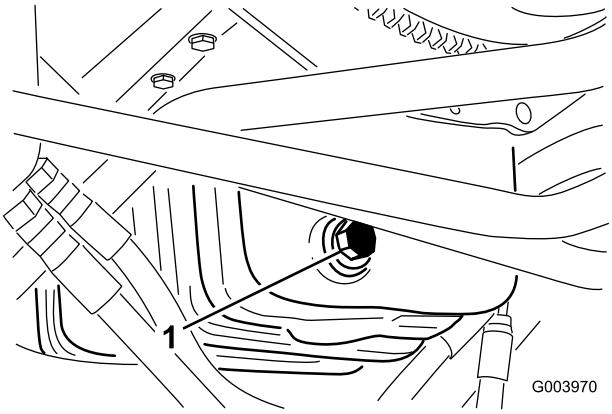

Figur 53
1. Ta bort avtappningspluggen (Figur 53) och låt oljan rinna ned i ett avtappningskärl.